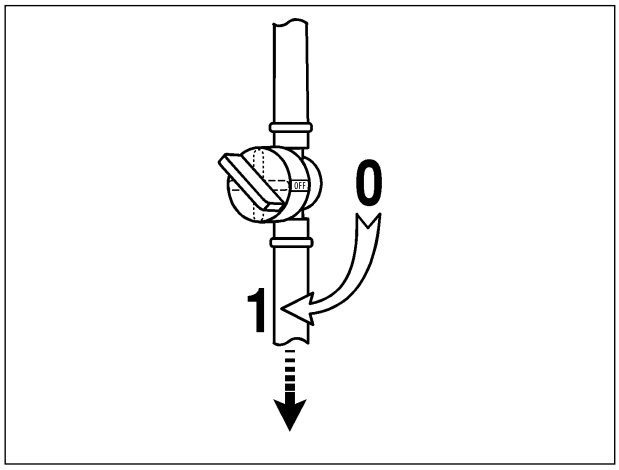

*Fig. 13*
1. Open the fuel valve. The handle should point down as shown in the fig.13.